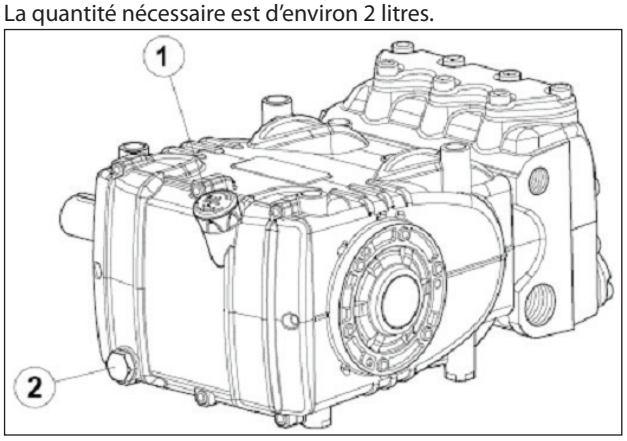

Fig. 3
Avec la jauge d'huile rep. ①, Fig. 3.
Le contrôle correct du niveau d'huile doit s'effectuer avec la pompe à température ambiante, alors que la vidange de l'huile se fait avec la pompe à la température de fonctionnement en retirant d'abord la jauge d'huile rep. ①, puis le bouchon rep. ②, Fig. 3.